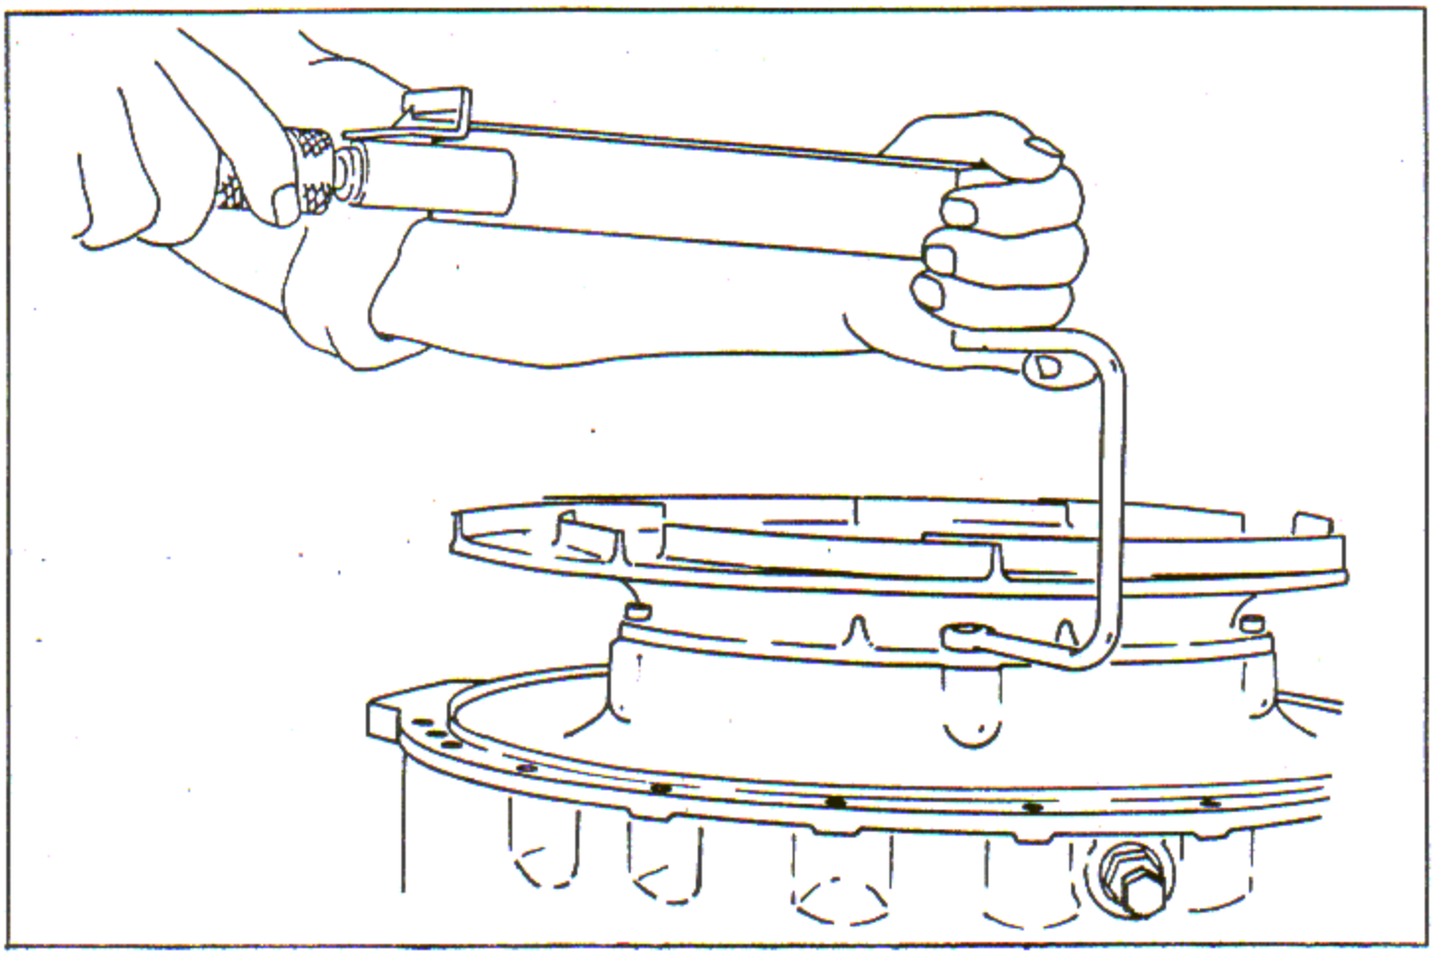

Figure 7-32. Torquing Diffuser Plate Nuts
e. Install the required shims, the diffuser plate and the attaching nuts and washers. Torque the attaching nuts to 70 - 95 inch-pounds. See figure 7-32. Install cotter pins in holes provided.